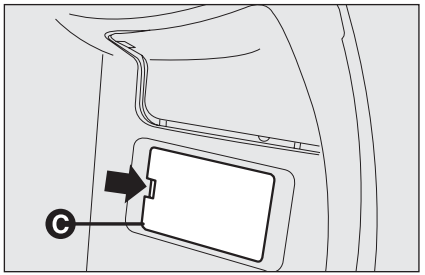

fig. 47 A0E0304m
- ❒ abra la tapa **C-fig. 47** de acceso a la centralita fusibles interviniendo en el punto indicado por la flecha.